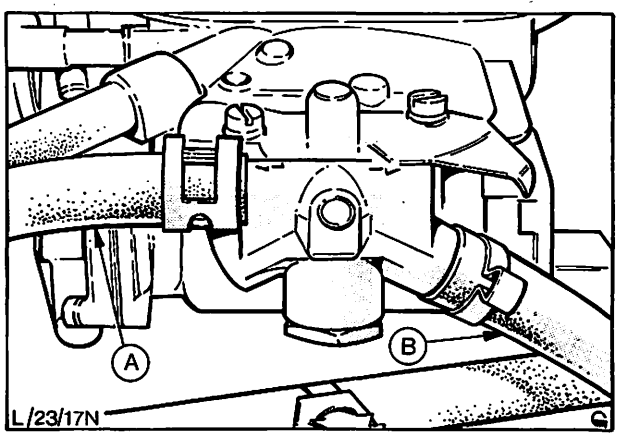

Abb. 74 Weber-Registervergaser
17. Kraftstoffzufuhr- und Rücklaufleitungen am Vergaser anschließen, Abb. 74.